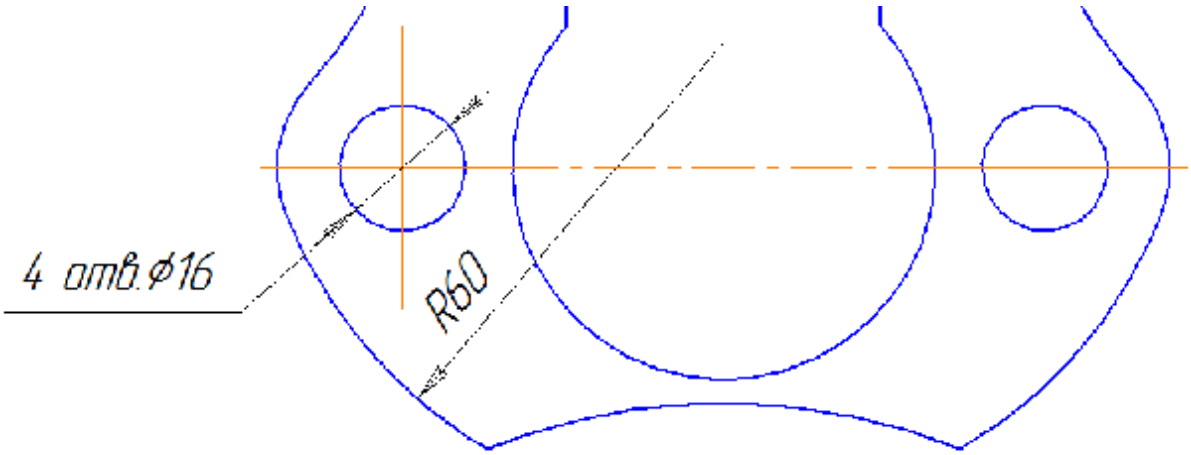

Рисунок 4.21– Діаметральний розмір для 4 кіл з однаковим діаметром
33) Вказуємо коло для якого потрібно проставити розмір, клацнувши по лівому нижньому колу (рис. 4.21).
34) Обираємо *Радіальний розмір* для встановлення радіусу нижньої зовнішньої дуги прокладки. Переходимо на вкладку *Параметри* панелі додаткових параметрів *Радіального розміру* та зі списку *Розміщення тексту* обираємо *Ручне*. Клацаємо на дузі і переміщуємо розмірний текст таким чином, щоб він не перетинався з іншими кривими та лініями, після чого клацаємо вдруге для фіксації розміру (рис. 4.21).